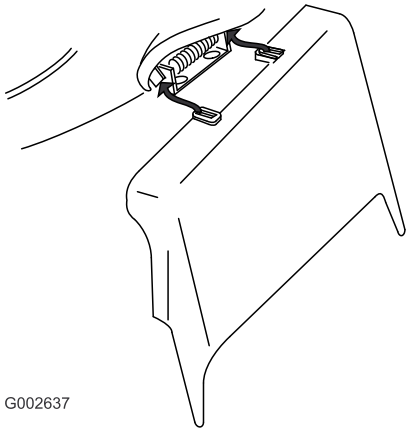

Figur 29
3. Montera sidoutkastarriktaren och stäng luckan till riktaren (Figur 29).